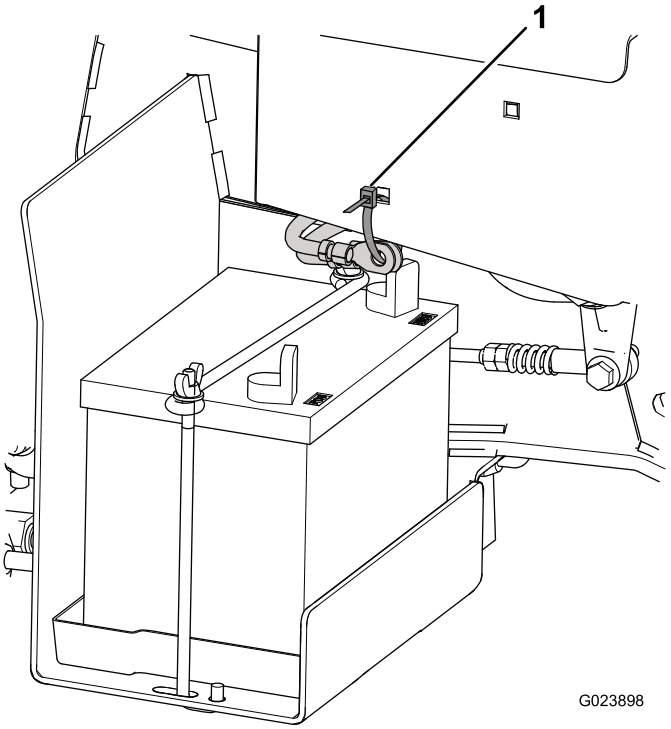

Figur 4
1. Klipp kabelfestet som fester batterikablene til rammen og kast kabelfestet (Figur 4).